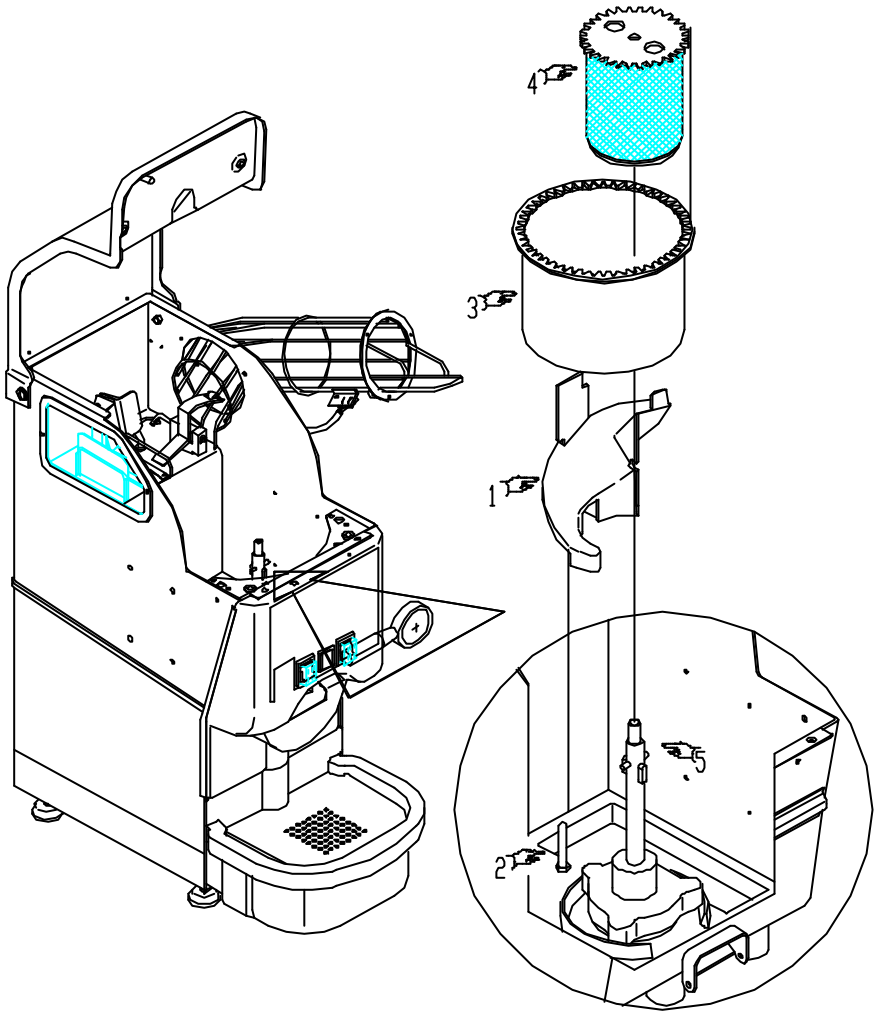

Fig.6.3
- l'inserimento della scivola di plastica *(Pos.1 Fig.6.3)* si ottiene centrando il foro, presente sulla parte inferiore, con il perno *(Pos.2 Fig.6.3)* fissato sul piano convogliamento succo;
- l'inserimento del cilindro spremitore esterno *(Pos.3 Fig.6.3)* può essere effettuato con un movimento di rotazione;
- l'inserimento del cilindro spremitore interno *(Pos.4 Fig.6.3)* richiede un movimento di rotazione che consenta l'accoppiamento della dentatura tra i due cilindri e l'accoppiamento con la spina *(Pos.5Fig.6.3)* posizionata sull'albero motore;
Il pin di centraggio della scivola in plastica è piegato *(Pos.2 Fig. 6.3)*	Ripristinare la perpendicolarità del pin di centraggio della scivola